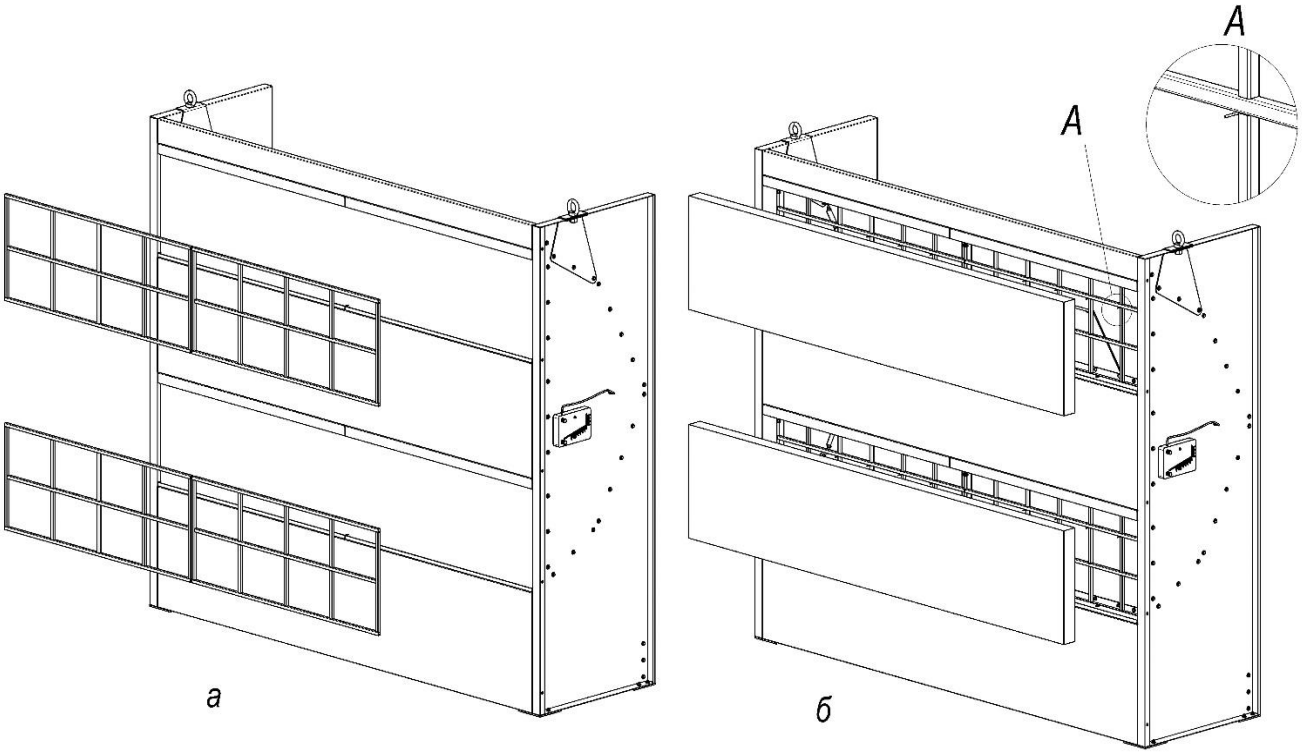

Рисунок 4
1) демонтировать прижимную решётку (рисунок 4а);
2) удалить загрязнённый фильтр Paint-Stop (рисунок 4б);